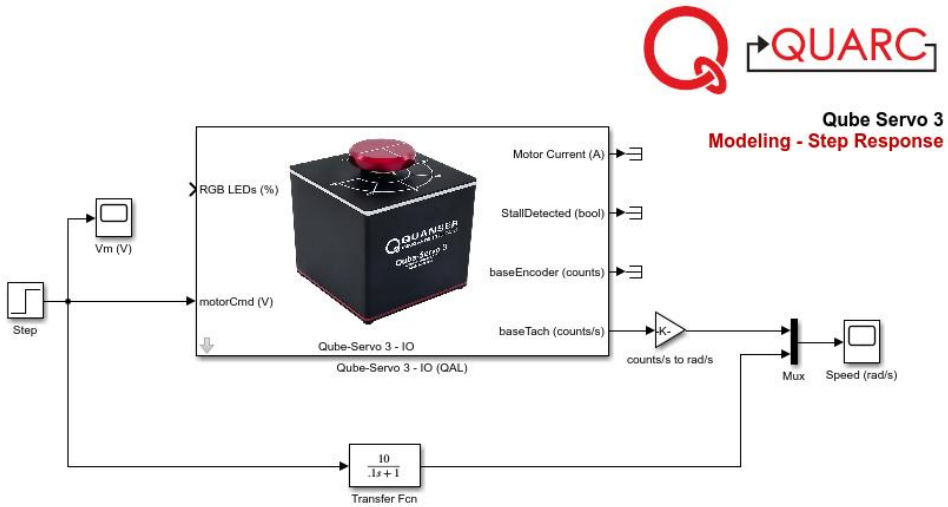

Figure 1: Applies a step voltage and measures corresponding servo speed
Using the gains found to convert tachometer counts/s into rads/s from the instrumentation labs, use the qs3_step_response.slx file to design a model that applies a step of 5 V to the motor at second 1 and reads the servo velocity using the digital tachometer, as shown in Figure 1. Do not connect the `Transfer Fcn` block yet. It will be used later in the lab.
2. Use the gain value found in previous labs to convert the tach's counts/sec to rad/s. Connect the blocks, except the `Transfer Fcn` block, as shown in Figure 1.
8. To verify if your derived model parameters K and τ are correct, modify the Simulink diagram to connect the `Transfer Fcn` block as shown in Figure 1. Make sure you use a `Mux` block instead of two inputs into the scope block. Modify the transfer function to be the first order model for the Qube-Servo 3.